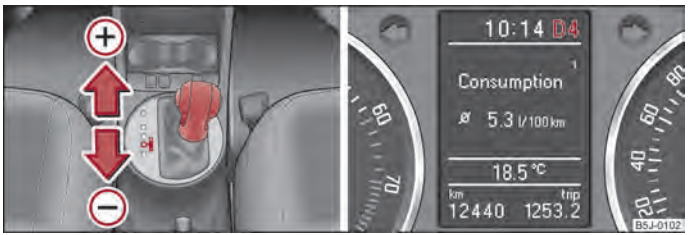

Fig. 89 Leva selettrice: cambio manuale delle marce / grande display informativo: Cambio manuale delle marce
La posizione attuale della leva selettrice viene visualizzata sul display informazioni dello strumento combinato unitamente all'indicazione della marcia inserita ⇒ fig. 89 lato destro.
– Con un tocco, premere la leva selettrice (già nella posizione Tiptronic) in avanti ⇒ fig. 89 ⊕.